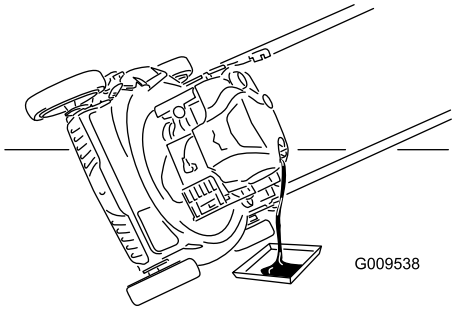

Figur 26
7. Lägg maskinen på sidan med påfyllningsröret nedåt för att tömma ut oljan genom påfyllningsröret i kärlet (Figur 26).